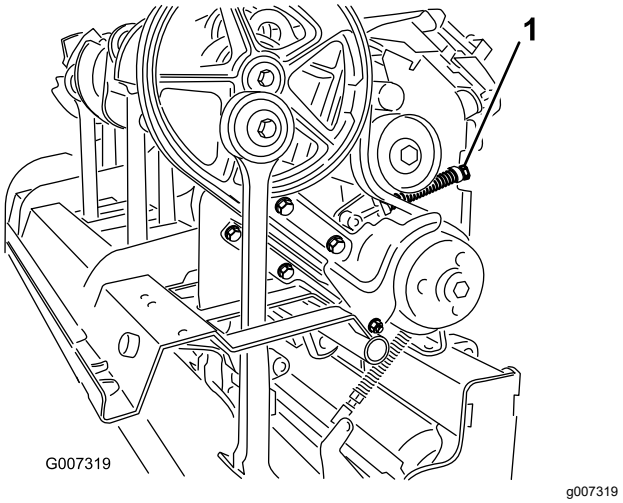

Figur 38
4. Frigör mellandrevfjäderns spänning genom att lossa låsmuttern som håller fast fjäderhållaren (Figur 38) och vrida fjäderhållaren.